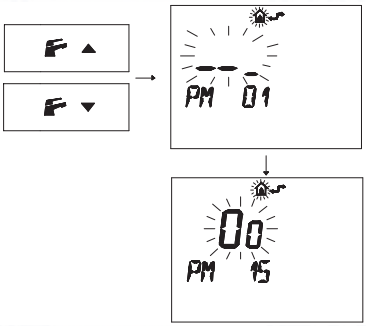

Fig. 7.13
- Press buttons ▼ or ▲ to display the **"PM15"** program that enables the external probe (Fig. 7.13)